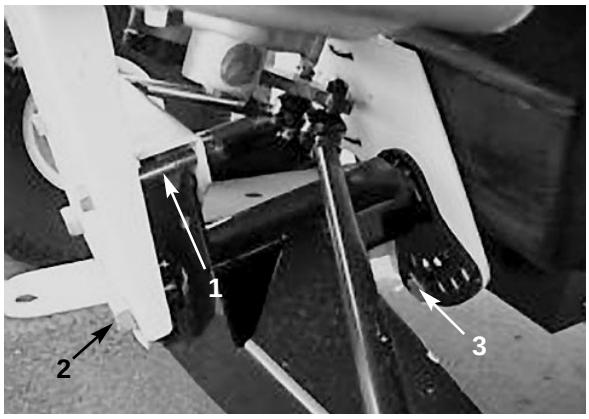

Afbeelding 18
2. Verwijder de bout om de uitslag te beperken (Afb. 18).
3. Draai de centreerbouten in het “A”-voorgestel los (Afb. 18).
4. Verwijder de bout om de rijhoogte in te stellen (Afb. 18).
6. Zet de bout om de rijhoogte in te stellen en de bout om de uitslag te begrenzen weer op hun plaats (Afb. 18).